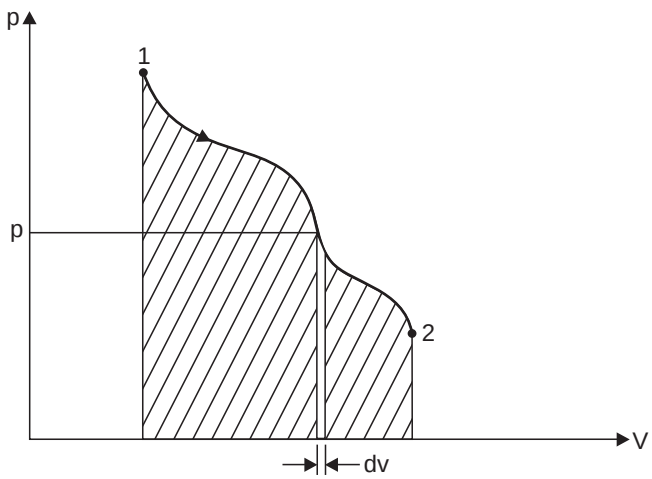

Fig. 2.33
i.e., Work done = Shaded area on Fig. 2.33